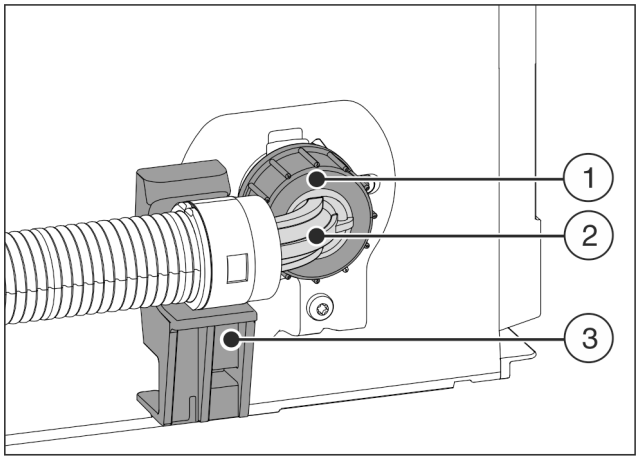

Fig. 23
▶ Poziționați și fixați capătul cotit de furtun *Fig. 23 (2)* orizontal pe suport *Fig. 23 (3)*.
▶ Înșurubați piulița *Fig. 23 (1)* cu mâna pe filet, până când este atinsă o poziție mai sigură, fixă.